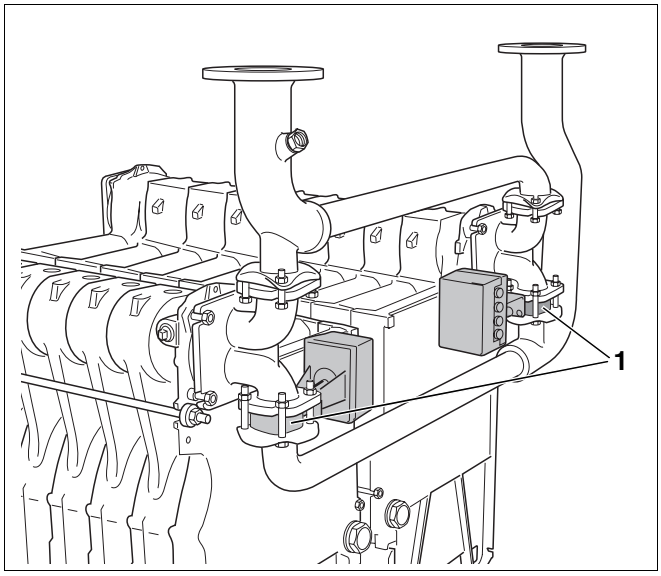

Afb. 35 Ringsmoorklep
Om een correcte werking van de ketel te garanderen, moeten deze bedrijfsvoorwaarden absoluut gerespecteerd worden. Er worden twee ringsmoorkleppen met stelmotoren (afb. 35, **pos. 1**) gebruikt.